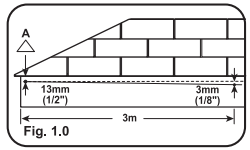

Fig. 1.0
Trace una línea con tiza a todo lo largo de la imposta a 13mm (1/2") del borde superior. Comenzando por el punto alto (A) trace una línea horizontal de guía con tiza con una pendiente de 3mm (1/8") por cada 3m (10') hacia el punto donde se va a instalar el conducto de bajada. (Fig. 1.0)